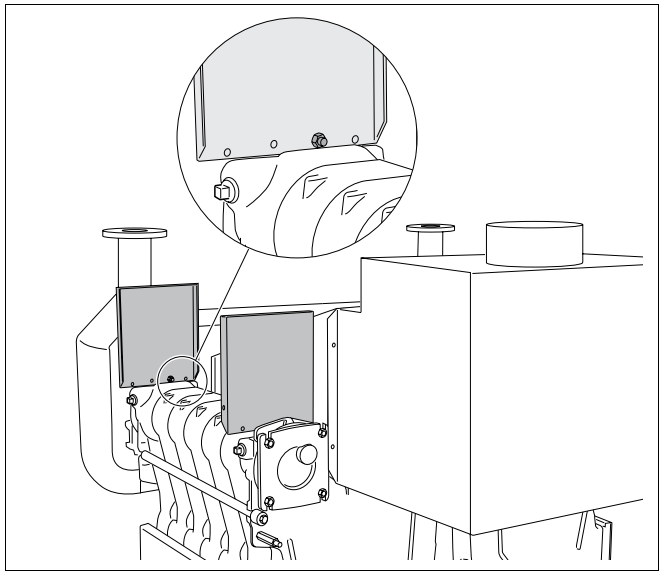

Рис. 44 Установка кронштейнов
- Закрепить четыре кронштейна на конечных секциях обоих котельных блоков, каждый одним болтом M8 x 35 и гайкой с напрессованной шайбой. Открытая сторона кронштейнов должна быть направлена внутрь. Кронштейны снаружи должны выступать (рис. 44).